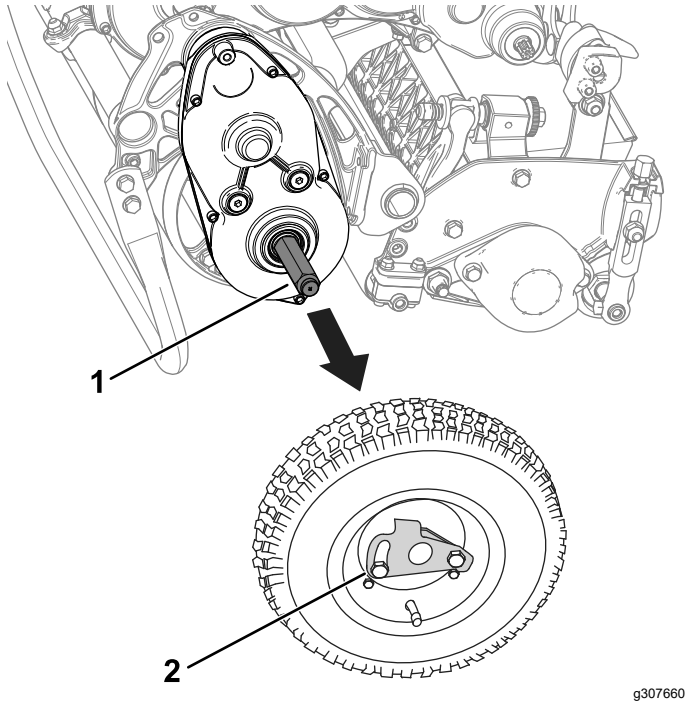

Figura 16
3. Smontate le ruote di trasferimento estraendo le clip bloccaruote dagli assi (Figura 16).